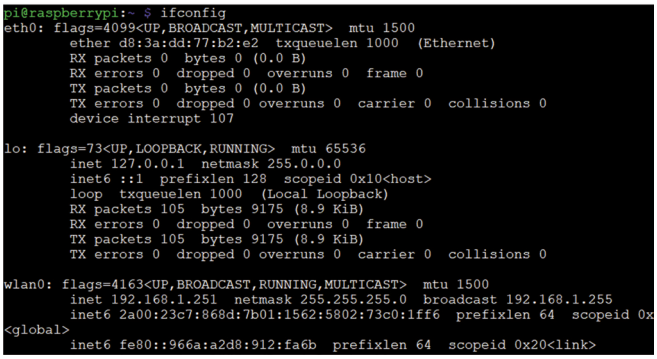

Figure 10.37 Use the ifconfig command to obtain the Raspberry Pi's IP address. Here the IP address is 192.168.1.251 (see under wlan0)
- Make sure that the **Connection type** is SSH and enter the IP address of your Raspberry Pi. You can obtain the IP address by entering the command **ifconfig** in the console on the Raspberry Pi (Figure 10.37).